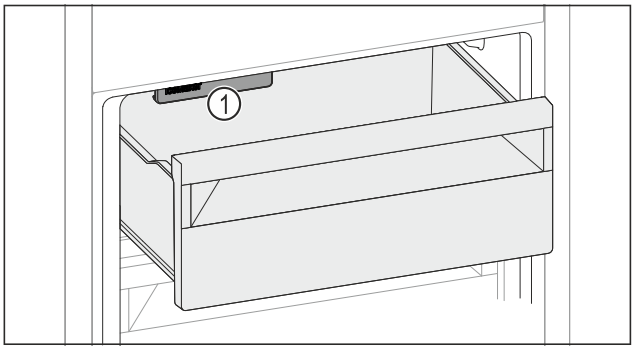

Fig. 223
▶ 请考虑 IceMaker *Fig. 223 (1)*。